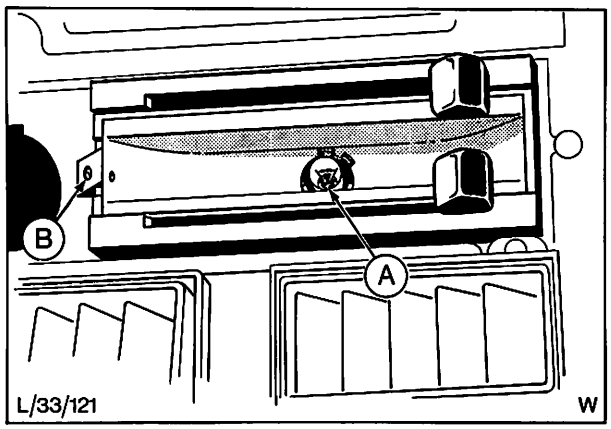

Abb. 5 A = Glühlampe – Heizungsbetätigung
6. Kombi-Instrumentenblende nach links schieben, um Glühlampe „A“, Abb. 5, freizulegen.